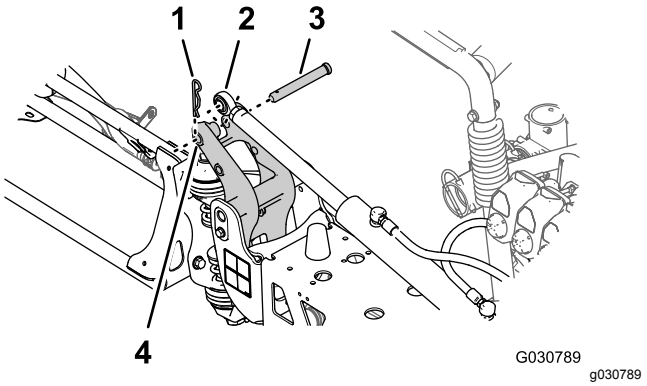

Figur 124
6. Juster stangenden af løftecylinderen, så den passer med hullet 25 mm i hornet på drejefittingen (Figur 124).
7. Fastgør løftecylinderen til drejefittingen med gaffelbolten og låseclipsen (Figur 124), som du afmonterede i trin 2 i Afmontering af løftecylinderne (side 22).